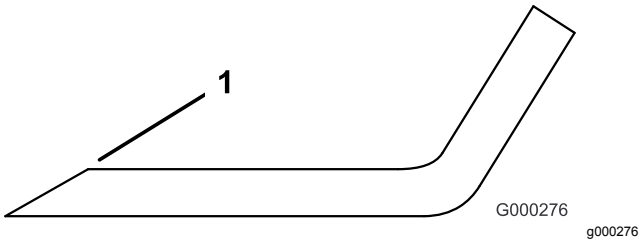

**Figur 26**
3. Undersøg alle skæreknivenes skær og slib skærene, hvis de er sløve eller hakkede (Figur 26).
**Bemærk:** Slib kun toppen af skæret, og bevar den oprindelige klippevinkel for at sikre skarpheden (Figur 26). Skærekniven bevarer balancen, hvis der fjernes samme mængde metal på begge skær.